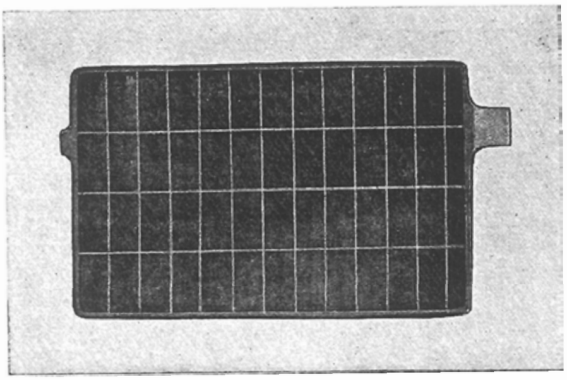

Fig. 5.50 Cathode plate
2. Cathode plates **(Fig. 5.50)**